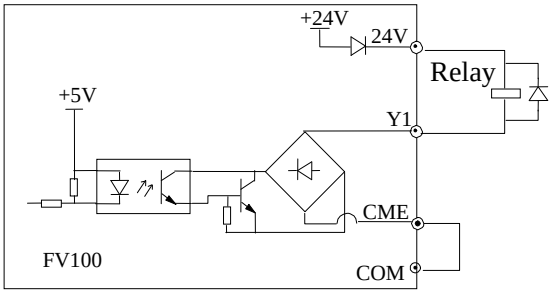
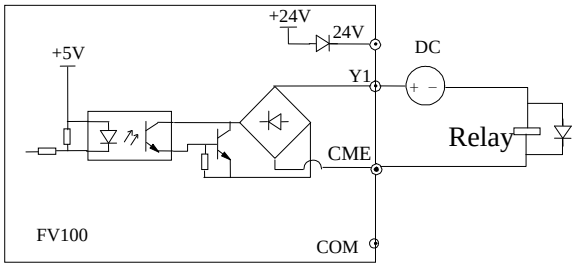

Fig 4-13 Wiring method 1 of multi-function output terminal Y1
Fig 4-14 Wiring method 2 of multi-function output terminal Y1
1. Multi-function output terminal Y1 can use the internal 24 power supply, the wiring is as shown in Fig.4-13
2. Multi-function output terminal Y1can use the external 24 power supply too, the wiring is as shown in Fig.4-14.
5. The resistors R in Fig. 4-13 and Fig.4-14 should be removed for 24V input relays, and the resistance of R should be selected according the parameters of relay for non-24V relay.